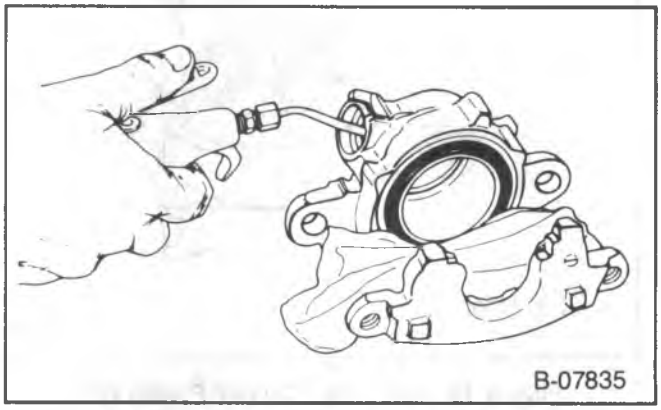

Figure 17—Removing Caliper Piston
1. Piston (22) by directing compressed air into the caliper fluid inlet (figure 17).
2. Boot (23).
3. Piston seal (21).
4. Bleeder valve (20).